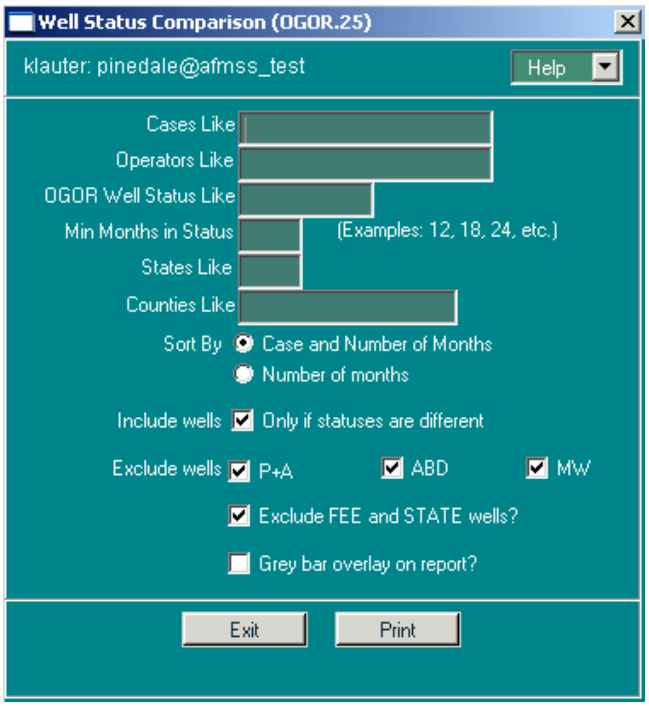

Figure 7-35: Well Status Comparison (OGOR.25) Window
1. From the Non-Indian AFMSS Main Menu select Reports. Click the Well Reports pull-down menu and select Well Status Comparison (OGOR.25). This launches the Well Status Comparison window (Figure 7-35).